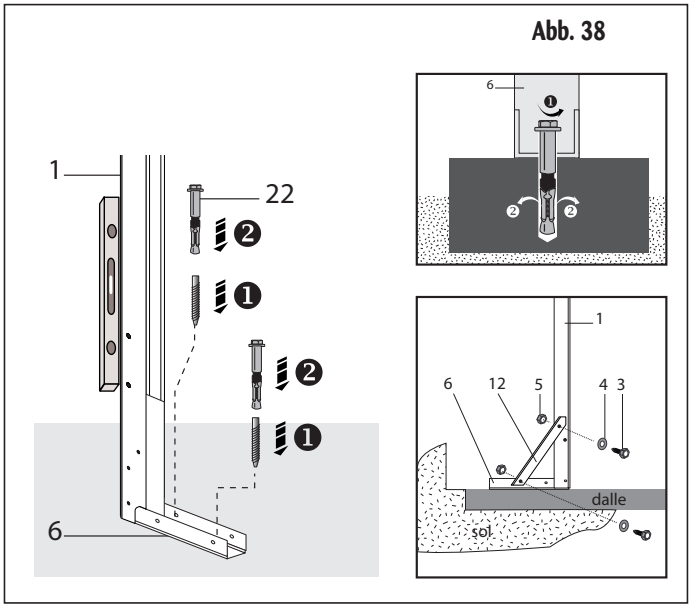

Abb. 38
a) Bohren Sie mit einer Bohrmaschine und einem 18 mm-Bohrer Löcher in die Bodenplatte. Richten Sie sich dabei nach den Bohrungen in den Querbalken 6, siehe Abb. 38, Phase 1.
Unbedingt erforderlich: Überprüfen Sie mit einer Wasserwaage die senkrechte Lage der Baugruppe Teil 6 + Teil 1, siehe Abb. 38, verkeilen Sie ggf. den Querbalken 6.
c) Montieren Sie die Querbalken-Versteifung - **obligatorisch** - für die 1,65 m hohen Becken **(imperativ).** Befestigen Sie die Querbalken-Versteifung 12 an dem Querbalken 6 mit den Schrauben 3, den Unterlegscheiben 4 und den Muttern 5, siehe Abb. 38.